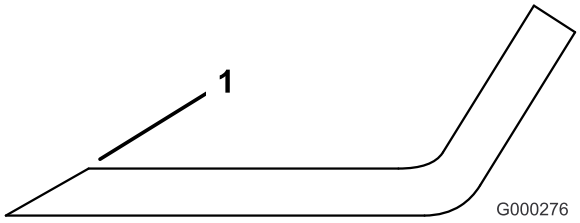

Figur 84
1. Anvend en fil til at slibe begge ender af skærekniven (Figur 84). Bevar den oprindelige vinkel. Skærekniven bevarer balancen, hvis der fjernes den samme mængde materiale på begge skærekanter.